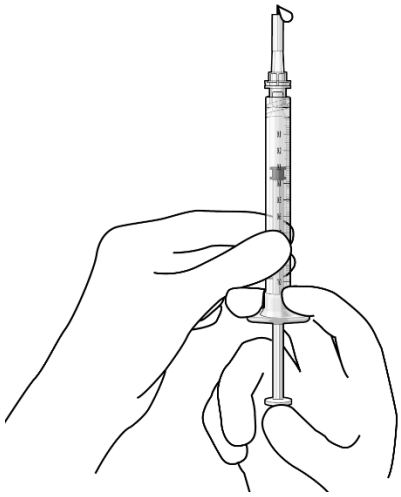

Figure 5
- Slowly push the plunger rod just until all air is expelled from the syringe and needle, and a drop of drug solution is seen at the needle tip (see Figure 5).